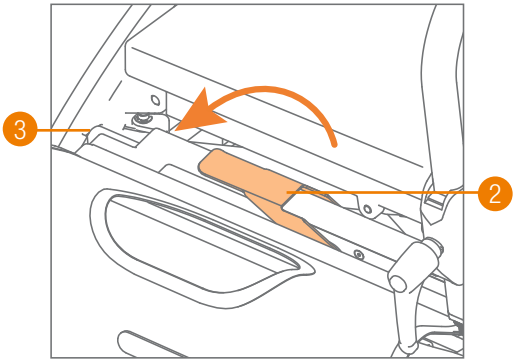

Abbildung 32: Das Rollstuhlpaket verriegeln.
d. Bewegen Sie den roten Hebel, ohne besonderen Kraftaufwand, nach unten, um das Rollstuhlpaket zu verriegeln. Dadurch verlängern sich die Verriegelungsstifte so, dass das Paket ordnungsgemäß gesichert ist **(Abbildung 32)**. Sie können jetzt einfach mit dem Rollz Motion Rollator gehen.